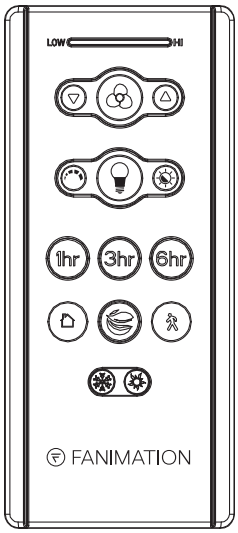

Figura 9
11. Funciones del control remoto: (Figura 9)